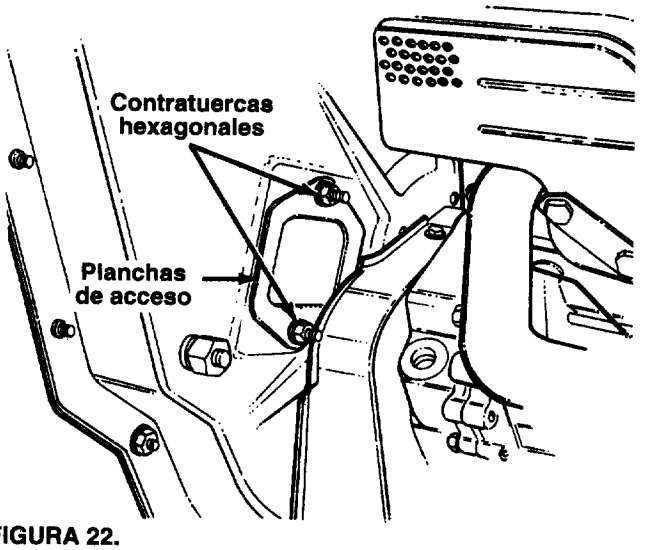

FIGURA 22.
- Retire la plancha de acceso retirando las dos contratuercas hexagonales. Vea la figura 22.